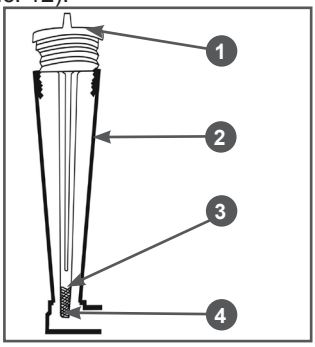

Рис. 12 Уровень масла в картере двигателя
4. Подождите примерно 1 минуту, после чего установите крышку-щуп в отверстие горловины, не закручивая её (Рис. 12).
5. Аккуратно вытащите щуп и осмотрите его. Уровень масла должен соответствовать верхней отметке 3 на щупе (Рис. 12).
4. Аккуратно извлеките щуп и осмотрите его. Уровень масла должен соответствовать верхней отметке 3 на щупе (Рис. 12).
При недостаточном уровне масла в картере необходимо долить чистое масло до верхней отметки 3 на щупе (Рис. 12).